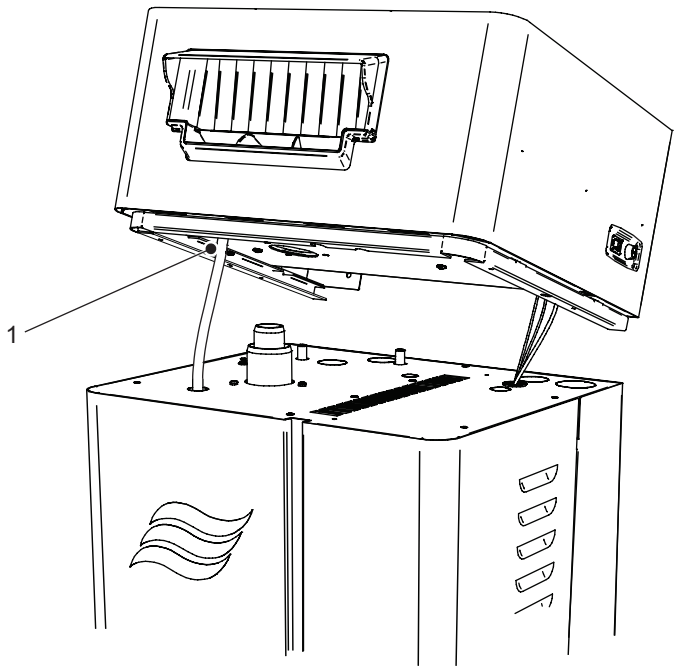

Figure 21 : Raccorder la conduite de condensat à l'unité de ventilation
f. Passer l'autre extrémité de la conduite de condensat 9,5 mm à travers l'orifice poinçonné sur le dessus de l'humidificateur et la raccorder sur l'orifice de condensat de l'unité de ventilation à l'aide d'un collier à ressort 9,5 mm (fourni). Consulter la *Figure 21 sur la page 35*.